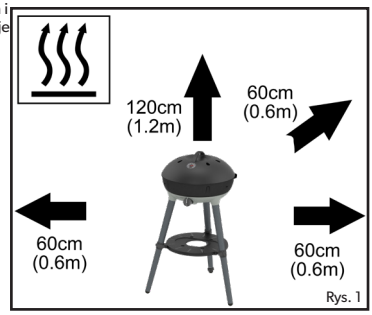

Rys. 1
- Należy upewnić się, że urządzenie jest używane z dala od materiałów palnych. Minimalne bezpieczne odległości: nad urządzeniem - 1,2 m,z tyłu i po bokach - 0.6m. (Rys. 1)